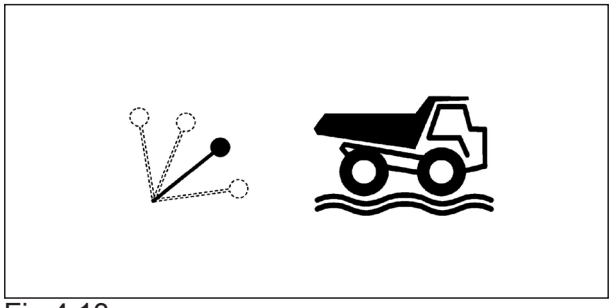

Fig 4.13
2.Make sure the body control lever is in the 'FLOAT' position.(see Fig 4-13).